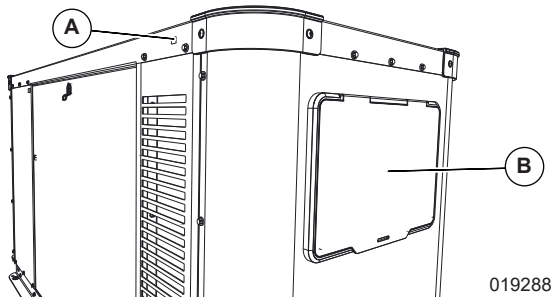
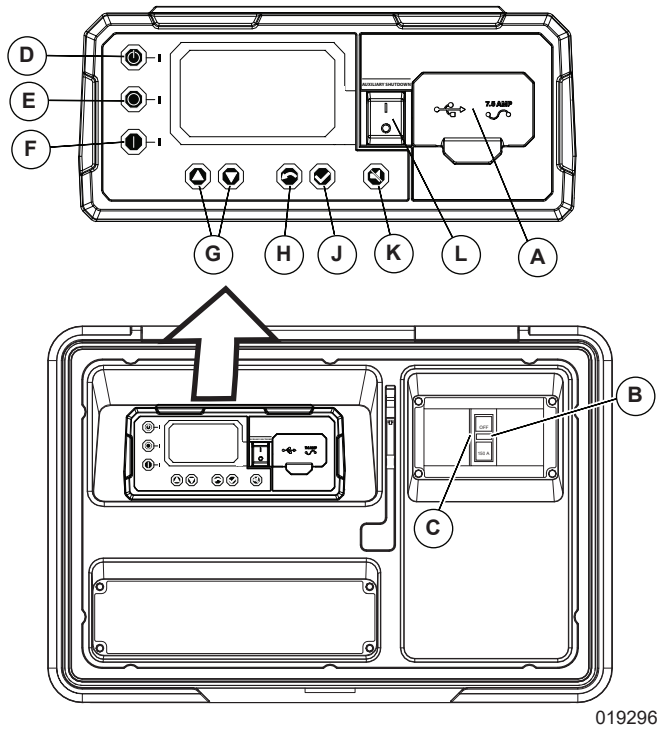

Figure 3-6. Generator Emergency Shutdown Switches
Figure 4-1. Control Panel with Controller and MLCB
3. See ***Figure 3-6*** for external generator emergency shutdown switch (A).
See ***Figure 3-6***. Generators are equipped with two generator emergency shutdown switches. One generator emergency shutdown switch (A) is located on the front at the top right corner just below the roof. The second generator emergency shutdown switch (B) is inside the control panel enclosure on the Power Zone 410 controller.
NOTE: When the NFPA 110 Controller Module is installed, the key switch will function in replacement of the AUTO, OFF, and MANUAL mode buttons. Buttons D, E, and F as seen in ***Figure 4-1*** will be inoperable.
See ***Figure 4-1***. The control panel is located behind the viewing window at the rear of the unit. See ***Figure 3-5*** and ***Figure 3-6***.